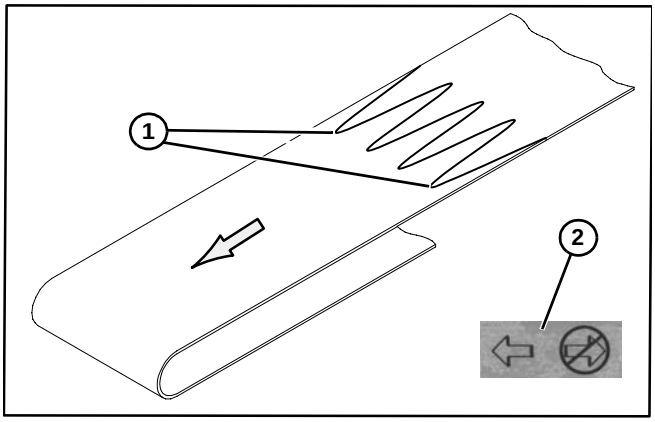

Abbildung 45
1. Band so ausrichten, dass die Finger, welche die Verbindung führen **(Abbildung 45, Teil 1)**, in Transportrichtung des Bands (von Richtungsetikett auf Förderband angegeben) **(Abbildung 45, Teil 2)** zeigen.
2. Band so ausrichten, dass die Finger, welche die Verbindung führen **(Abbildung 45, Teil 1)**, in Transportrichtung des Bands (von Richtungsetikett auf Förderband angegeben) **(Abbildung 45, Teil 2)** zeigen.